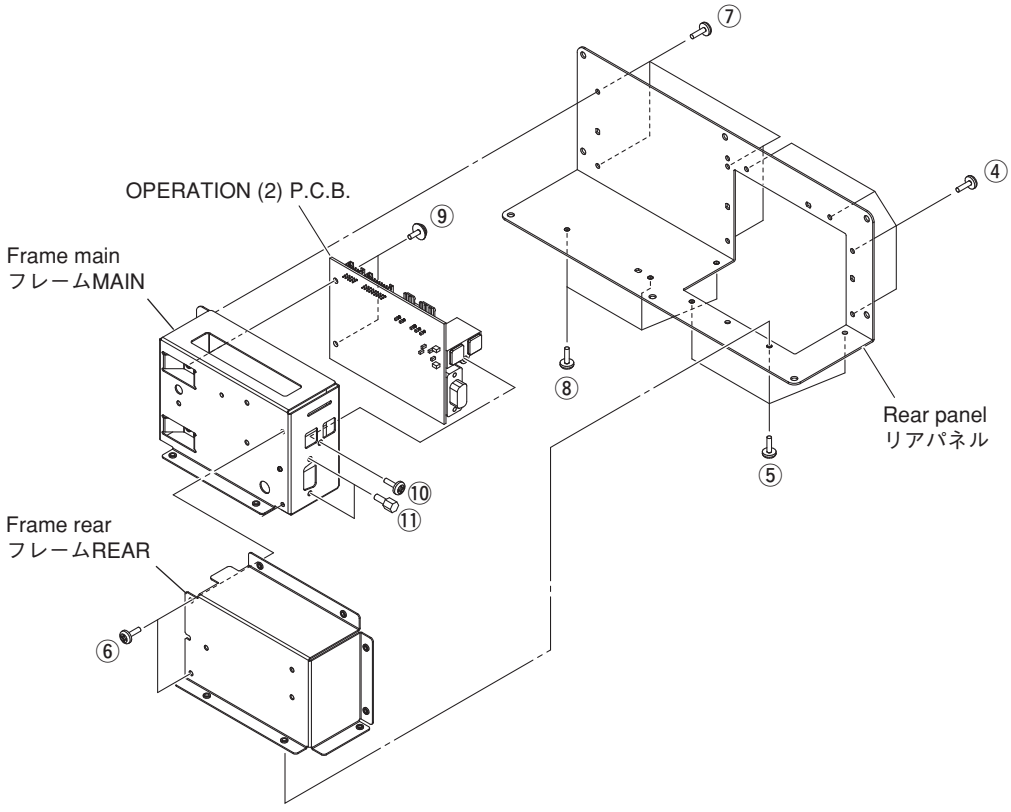

Fig. 2
3. Removal of OPERATION (2) P.C.B.
a. Remove 4 screws (④), 3 screws (⑤) and 2 screws (⑥). (Fig. 2)
b. Remove the frame rear. (Fig. 2)
c. Remove 4 screws (⑦) and 3 screws (⑧). (Fig. 2)
e. Remove 2 screws (⑨), screw (⑩) and 2 jack screws (⑪). (Fig. 2)
f. Remove the OPERATION (2) P.C.B.. (Fig. 2)
3. OPERATION (2) P.C.B. の外し方
a. ④ のネジ 4 本、⑤ のネジ 3 本、⑥ のネジ 2 本を外します。 (Fig. 2)
b. フレーム REAR を外します。 (Fig. 2)
c. ⑦ のネジ 4 本、⑧ のネジ 3 本を外します。 (Fig. 2)
d. フレーム MAIN を取り外します。 (Fig. 2)
e. ⑨のネジ2本、⑩のネジ1本、⑪のジャックスクリュー 2 本を外します。 (Fig. 2)
f. OPERATION(2) P.C.B. を取り外します。 (Fig. 2)